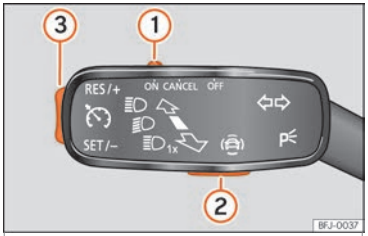

Fig. 256 A sinistra del piantone dello sterzo: comando e tasti per l'uso del regolatore di velocità.
Se si desidera disattivare temporaneamente il limitatore di velocità, ad esempio per sorpassare un altro veicolo, porre il comando ››› fig. 256 (1) della leva degli indicatori di direzione in posizione **CANCEL** porre la terza leva nel punto di pressione **CANCEL** o premere il tasto (2) di qualsiasi leva.